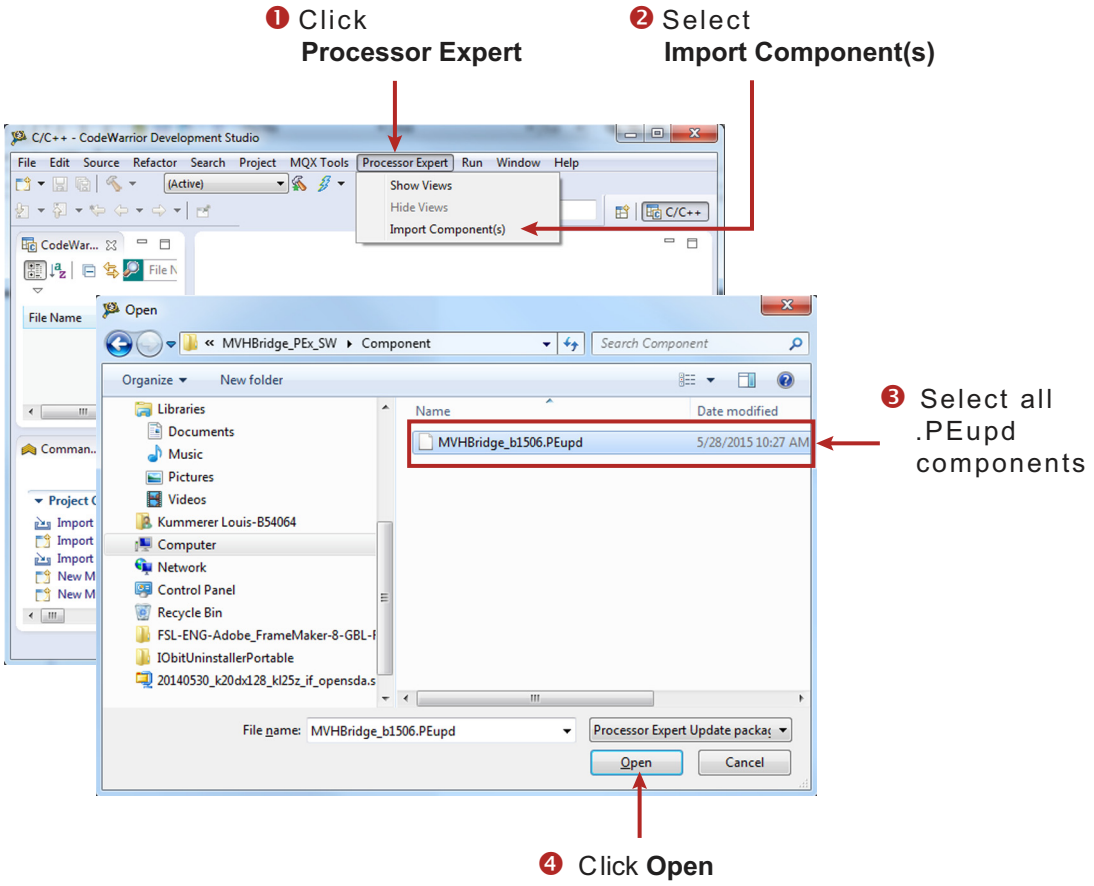

Figure 27. Import MVHBridge Component
3. In the pop-up window, locate the component file (.PEupd) in the example project folder MVHBridge_PEx_SW\Component. Select **MVHBridge_b**xxx**.PEupd** and **ChannelAllocator_b**xxx**.PEupd** files then click **Open** (see Figure 27).